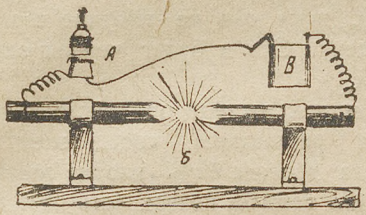

Рис. 7
**Выпрямитель тока** (рис. 7).